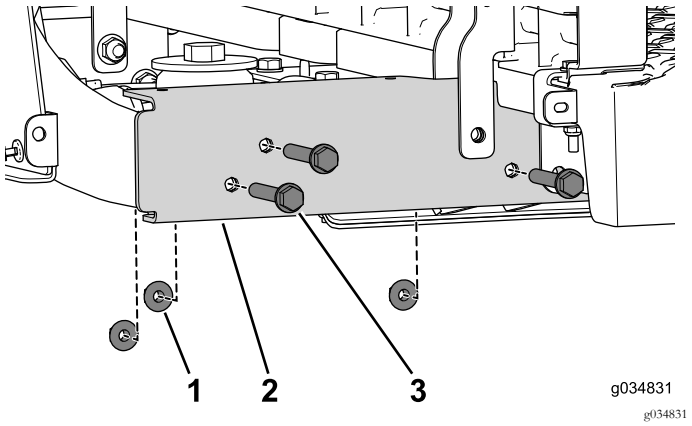

Figur 65
5. Ta bort de tre flänsskruvarna (3/8 x 2 1/2 tum) och muttrarna (Figur 65). Gör samma sak på båda sidor av maskinen.